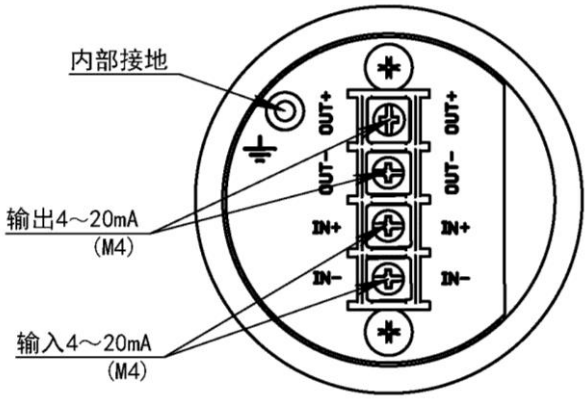

图 16 内部接地端子位置
2. 卸下接线盒盖，控制电流信号连接到 IN+、IN-，注意极性要正确连接，接线端子的尺寸为 M4，见图 16。
1. 阀门反馈信号连接到 OUT+、OUT-，注意极性要正确连接，接线端子的尺寸为 M4，见图 16。
2. 内部接地端子如下图所示在接线盒的左侧，如图 16 将接地线连接到接地端子上，再拧紧螺丝。